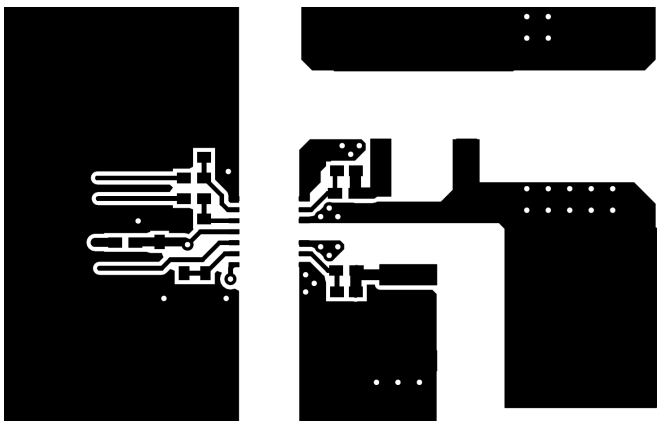
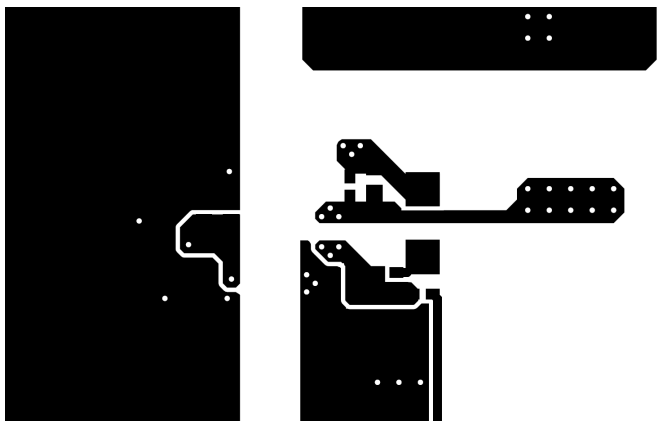

Figure 8-8. Top Layer Traces and Copper
Figure 8-9. Bottom Layer Traces and Copper
- Increasing the PCB copper connecting to VDDA, VDDB, VSSA and VSSB pins is recommended, with priority on maximizing the connection to VSSA and VSSB (see Figure 8-8 and Figure 8-9). However, maintain the high voltage PCB considerations mentioned above.
Figure 8-8 and Figure 8-9 shows top and bottom layer traces and copper.